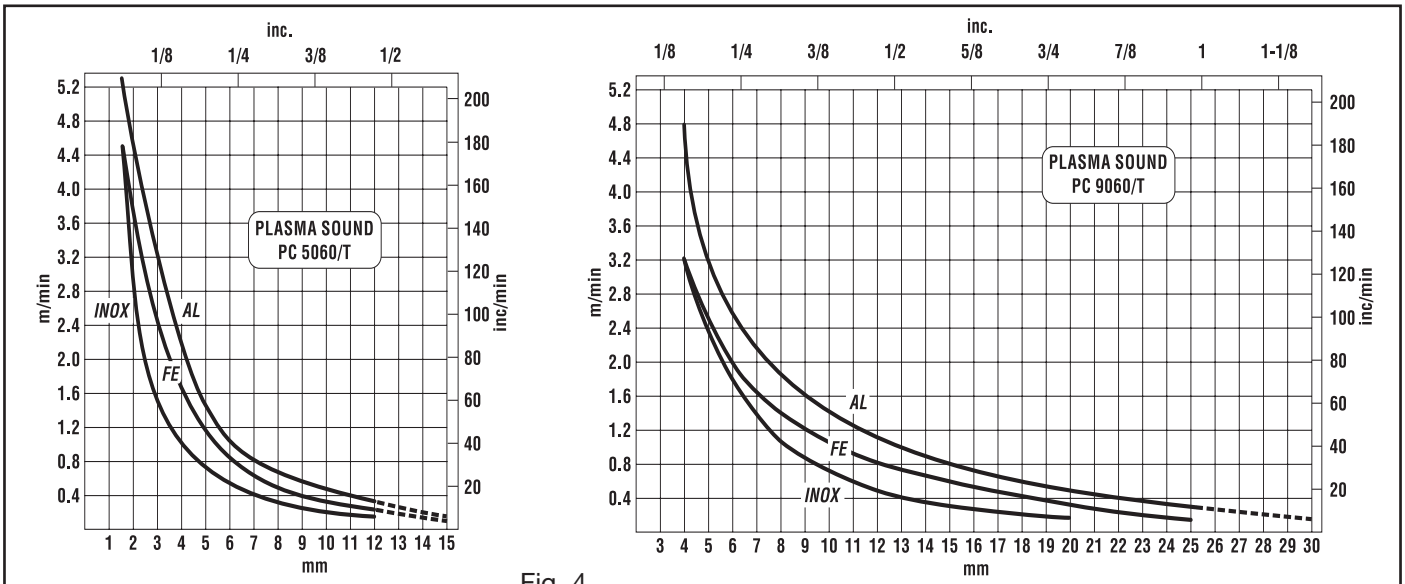

Fig. 4
• Spessore eccessivo del pezzo (vedere diagrammi velocità di taglio, fig. 4)